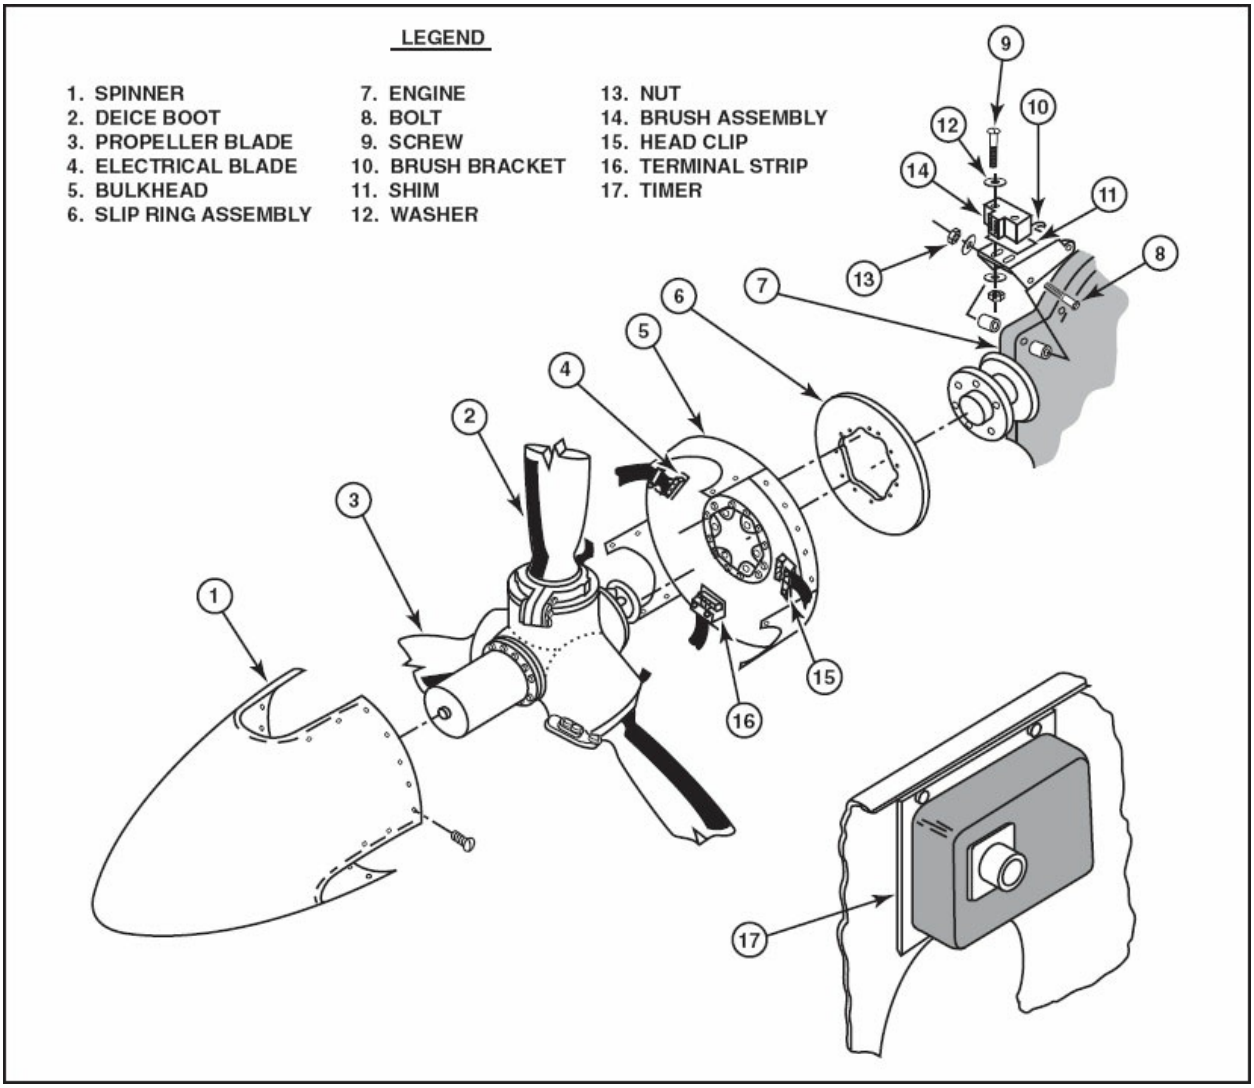

Figure 13-14. An electric de-icing system is used on many propellers.
5. Wiring, switches, and circuit breakers necessary to conduct electrical power from the aircraft electrical system into the de-icer system. [Figure 13-14]